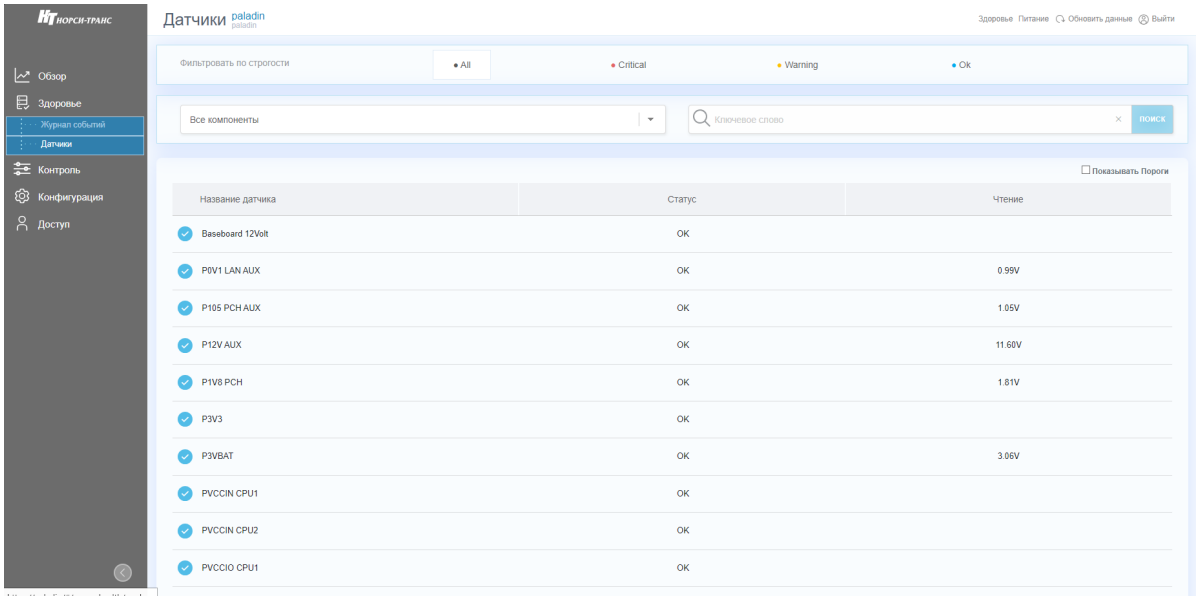

Рис. 67. Окно «Датчики»
3) Пройдите во вкладку «Здоровье» → «Датчики» в данной вкладке отображается информация по датчикам установленным в сервере. В поле «Фильтровать по строгости» произведите фильтрацию по степени серьезности события. В раскрывающимся списке выберете компонент сервера где хотите просмотреть состояния датчиков. В поле поиска произведите фильрацию по ключевым словам датчиков. Окно показано на рис. 67 Окно «Датчики».